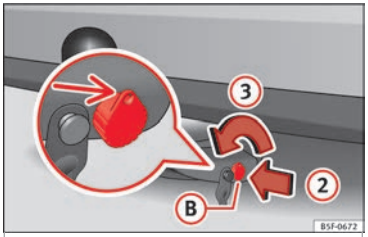

Rys. 231 Otwarcie zamka.
- Włożyć klucz Ⓑ do zamka w kierunku wskazanym przez strzałkę ② ››› **rys. 231**.
- Przekręcić klucz w kierunku wskazanym przez strzałkę ③ , aż część klucza z otworem znajdzie się na górze.